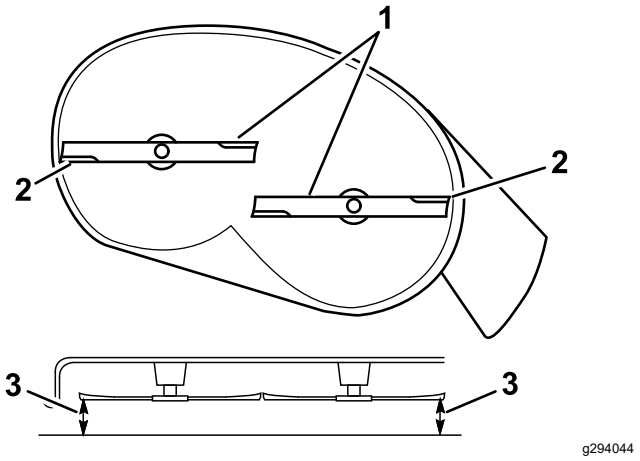
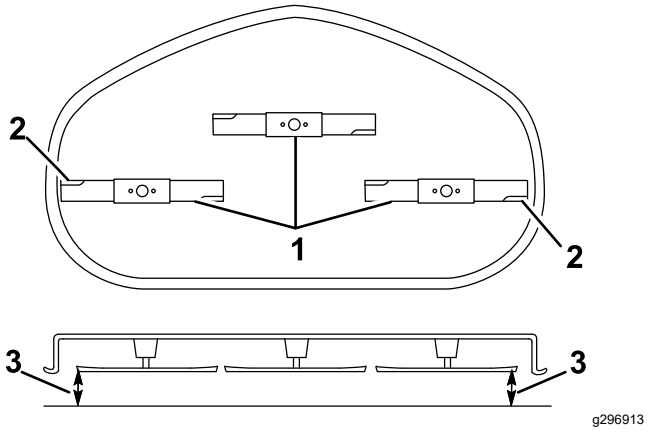

Figure 64
Figure 65
5. Mesurez la distance entre les tranchants extérieurs et la surface plane (Figure 64 et Figure 65).